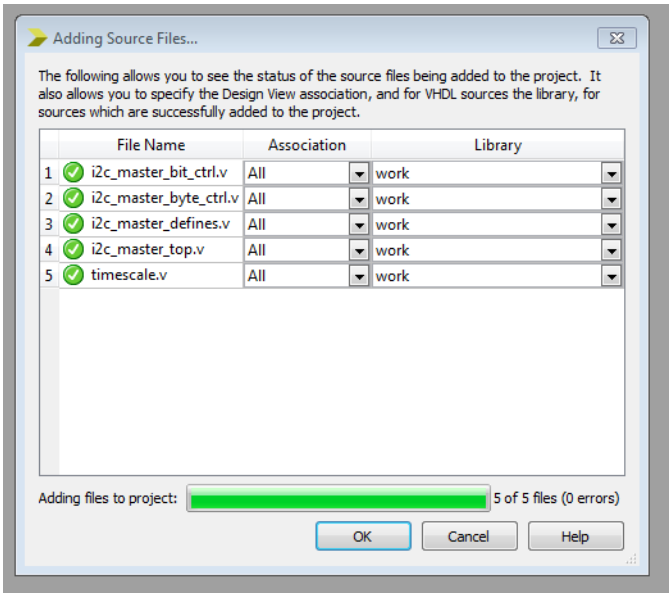

Figure 4-7 *Project source files*
3. When all the source files have been added, click OK (Figure 4-7).